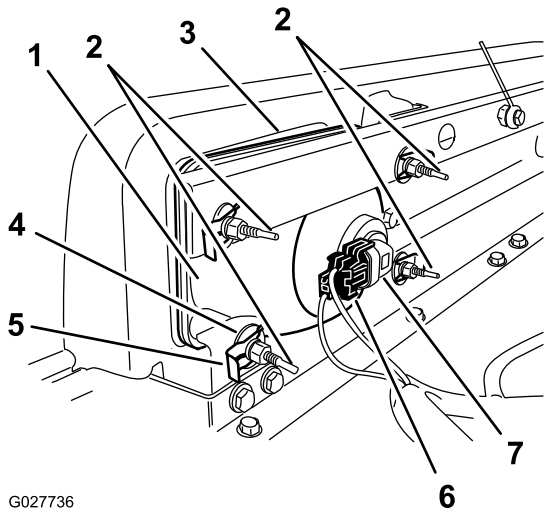

Figur 59
3. Frakoble den elektriske forbindelsen for nettet fra koblingsstykket til pæreenheten (Figur 59).
4. Fjern hurtigklemmene og skivene som fester frontlysene til frontlysbraketten (Figur 59).
5. Fjern frontlysenheten ved å flytte den fremover gjennom åpningen i fremre støtfanger (Figur 59).
6. Fest det nye frontlyset gjennom åpningen i støtfangeren (Figur 59).
8. Tilkoble den elektriske forbindelsen for nettet til koblingsstykket til pæreenheten (Figur 59).
2. På baksiden av frontlysenheten roterer du justeringsskruene (Figur 59) for å svinge frontlysenheten og stille inn posisjonen for stråleretningen.